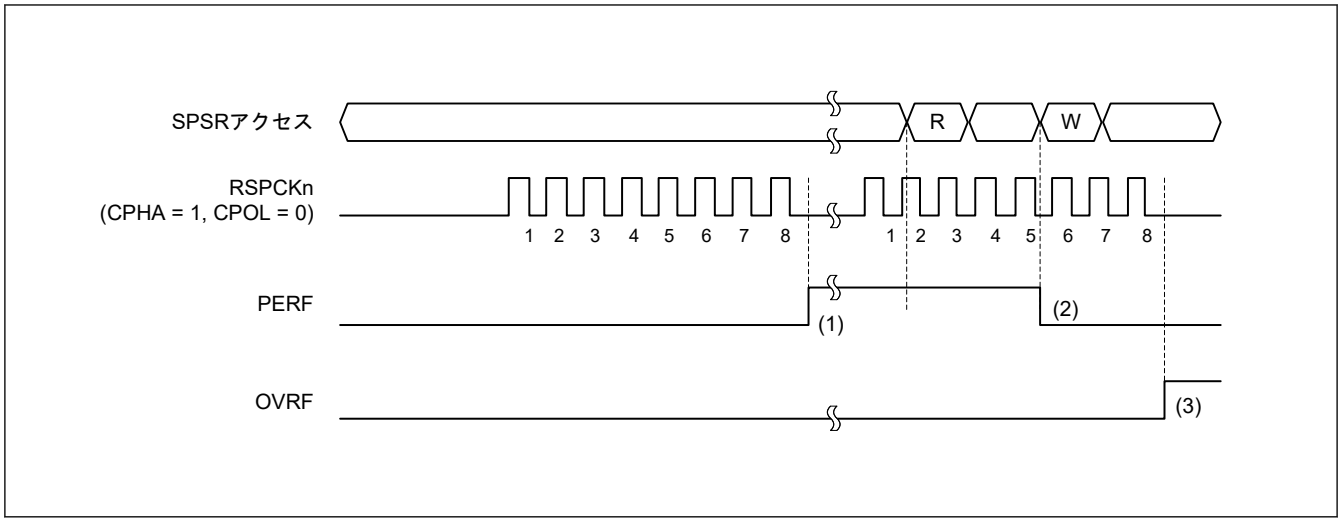

図 28.42 OVRF フラグおよび PERF フラグの動作例
図 28.42 に、OVRF フラグと PERF フラグの動作例を示します。図 28.42 に記載の SPSR アクセス は、SPSR レジスタへのアクセス状況を示しています。W は書き込みサイクル、R は読み出しサイクルを示しています。この例では、SPCR.TXMD ビットが 0、SPCR2.SPPE ビットが 1 の状態で全二重同期式シリアル通信を行います。SPCMDm.CPHA ビットが 1、SPCMDm.CPOL ビットが 0 の設定で、SPI が 8 ビットのシリアル転送を実行しています。RSPCKn 波形の下に記載した数字は、RSPCK サイクル数（= 転送ビット数）を示しています。
以下に、図 28.42 の (1)～(3) に示したタイミングでのフラグの動作内容を説明します。